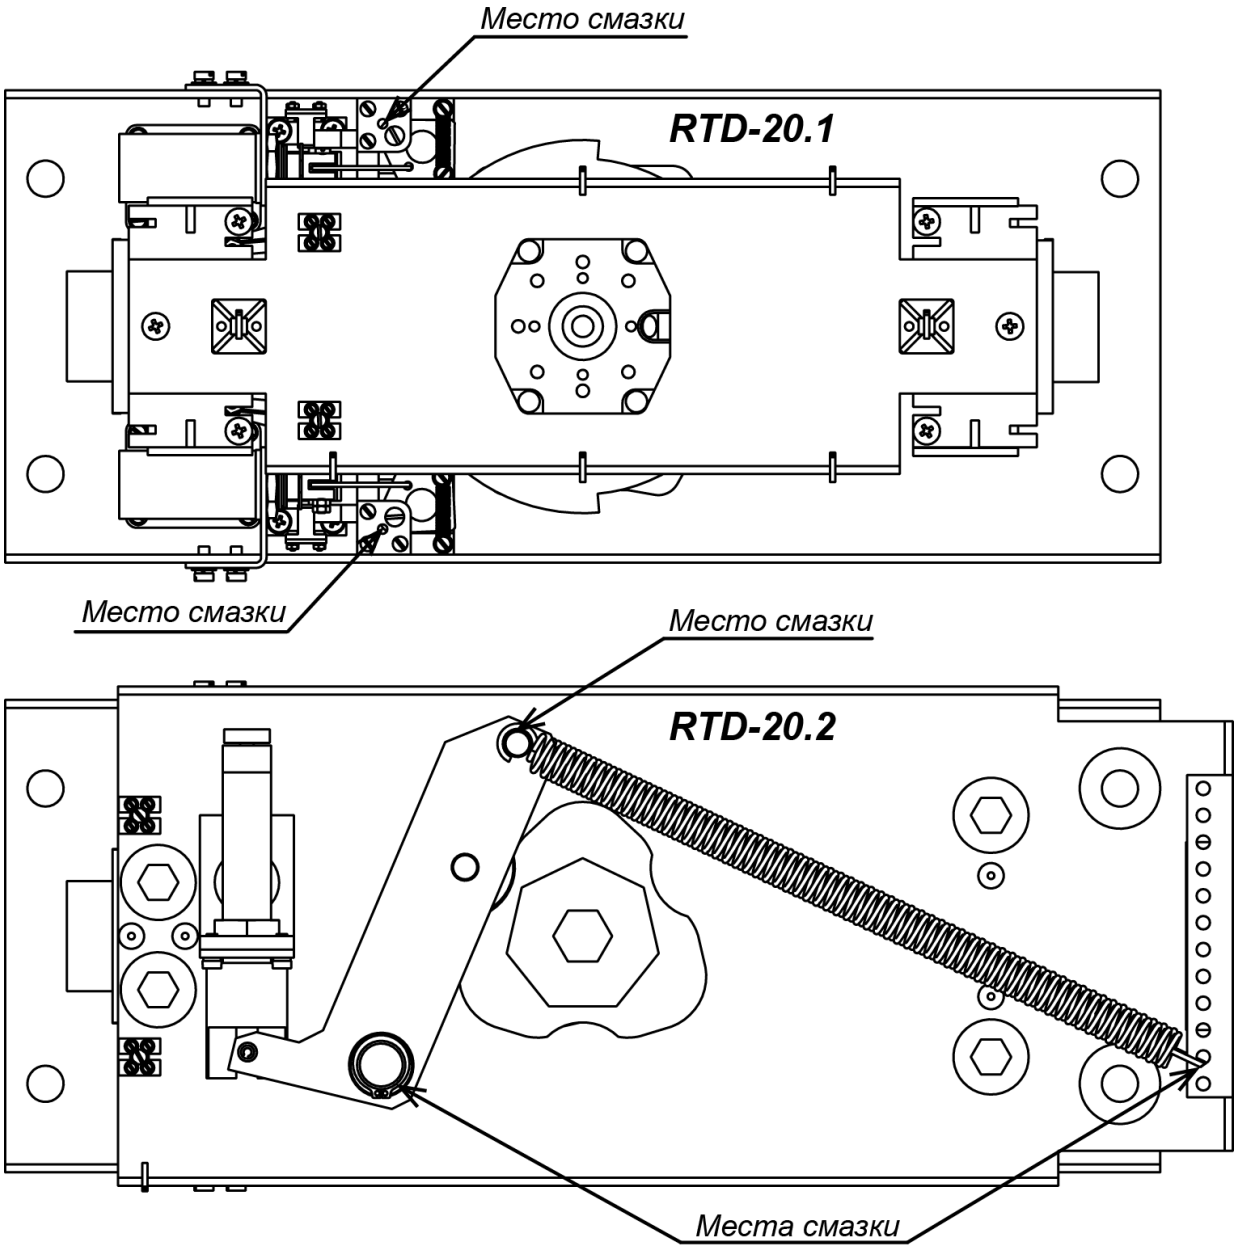

Рисунок 26. Вид сверху на исполнительный механизм ИУ, установленный в балке привода (9), с указанием мест смазки
2. Снимите крышку (10) с балки привода (9) (см. разд. 6).
6. Смажьте жидким машинным маслом типа И-20 детали исполнительных механизмов в соответствии с рис. 26 (допускаются аэрозольные силиконовые смазки для низких температур).
10. Поочередно обслужите узлы вращения ротора (3) для каждого ИУ в следующем порядке: